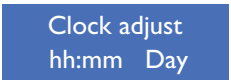

fig. 08
- The hours values will start flashing. Increase/decrease the values by pressing the 1 Short Espresso and 1 Long Espresso buttons (see fig. 08).